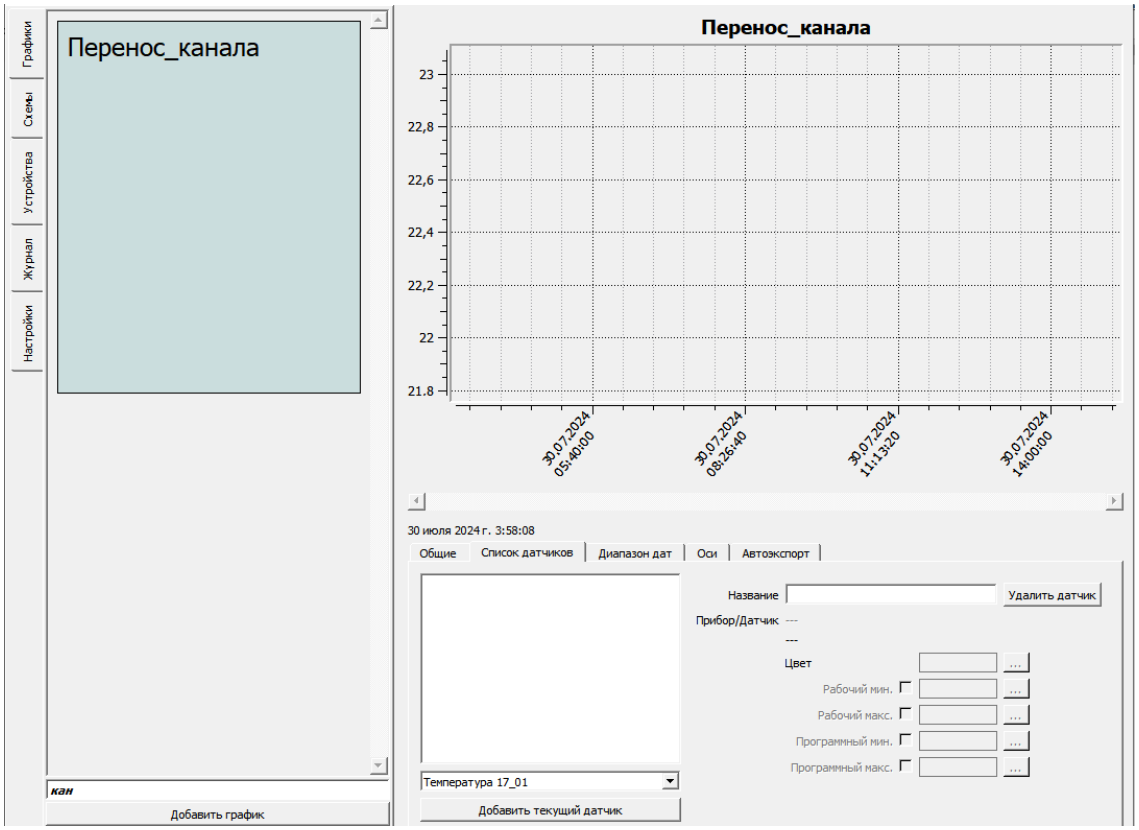

Рисунок 64 – Выбор графика для переноса канала с устройства
- активировать график или схему, куда нужно добавить канал (рисунок 64);